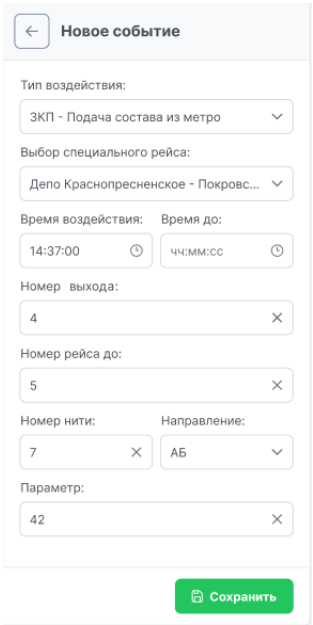

Рисунок 292 – Создание нового воздействия через панель
1. На панели воздействий нажать на кнопку , откроется окно создания нового воздействия (рисунок 292).